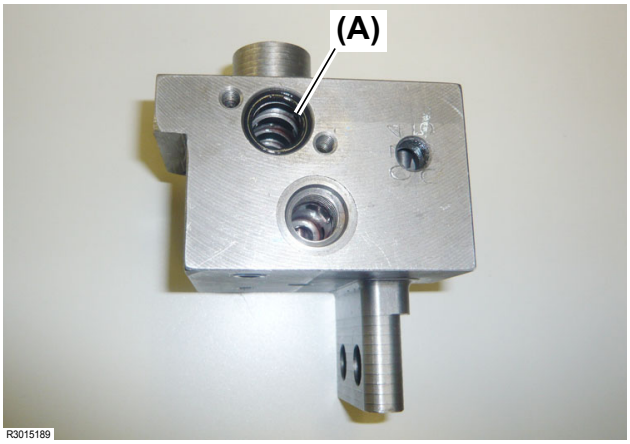
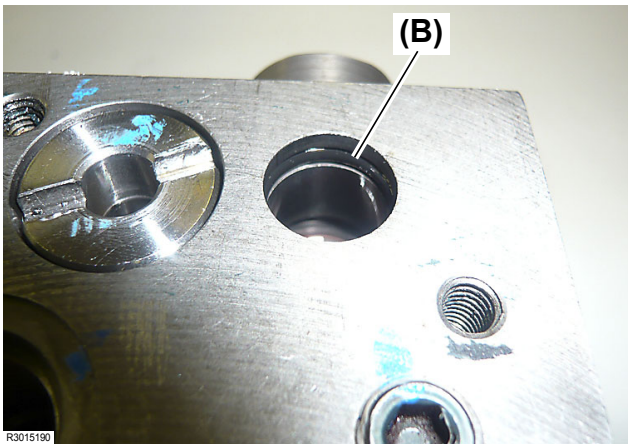

Fig. 23
Fig. 24
14.Remove the two (2) O-rings **(Fig. 23, (A))** and **(Fig. 24, (B))** from the control valve.